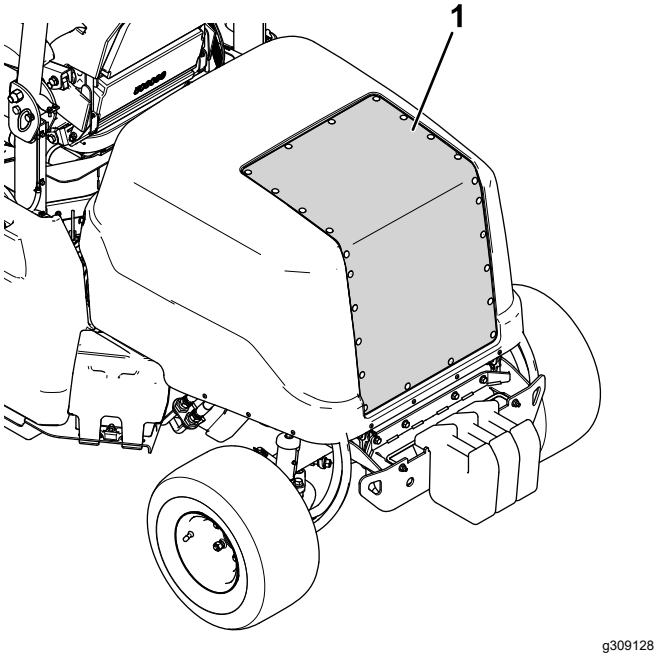

**Figura 73**
2. Utilizzate aria compressa per pulire la griglia del cofano (mostrata nella Figura 73). Indirizzare l'aria all'esterno della macchina.